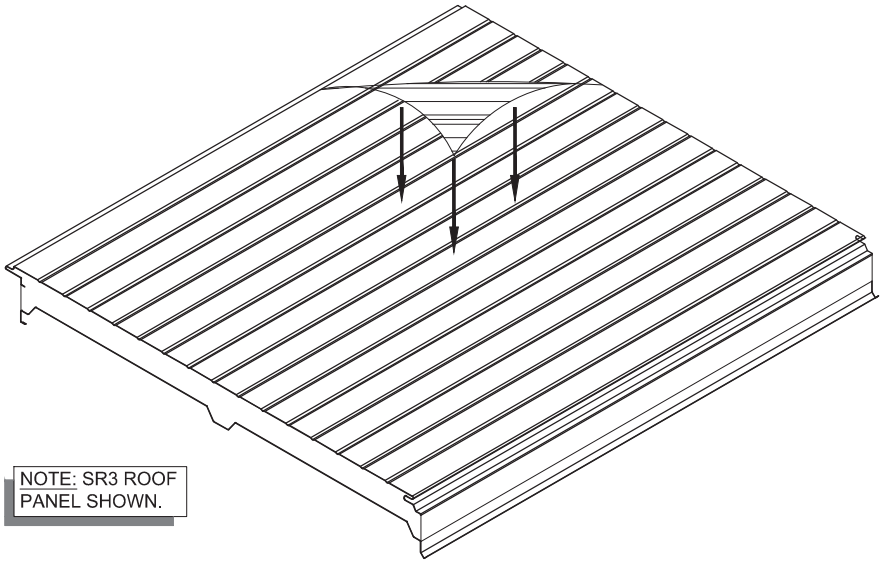

FIGURE 4
8.4 THE BEST WAY TO REMOVE THE PROTECTIVE PLASTIC FILM IS TO START AT A PANEL CORNER AND PEEL OFF AT A 45° ANGLE (SEE FIGURE 4, BELOW).